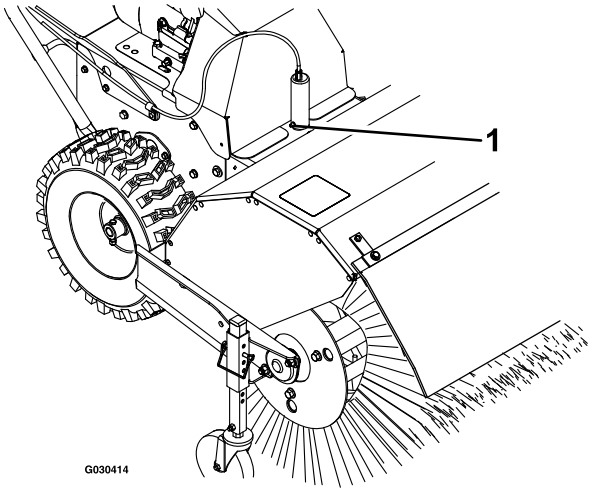

Figur 20
1. Smörj kopplingen för borstens vinkellåssprint med fett nr 2 på litiumbas (Figur 20).